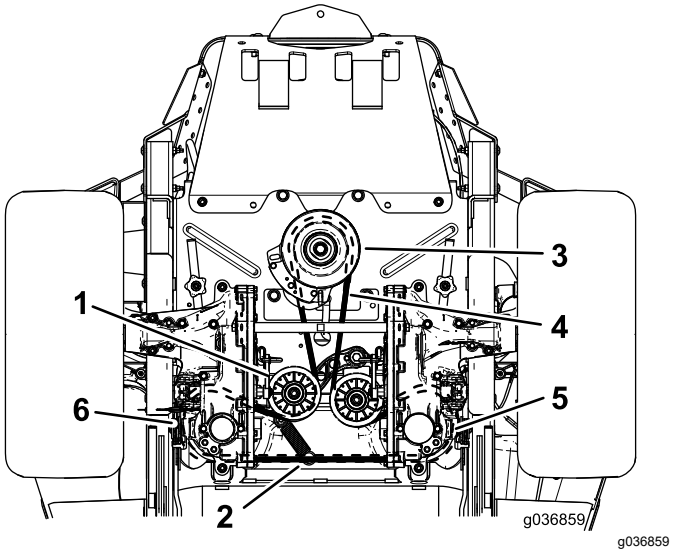

**Figuur 65**
6. Haal de spanpoelieveer van de stang (Figuur 65).
8. Bevestig de nieuwe riem rond de motorpoelie en de 2 poelies van de hydraulische pomp (Figuur 65).